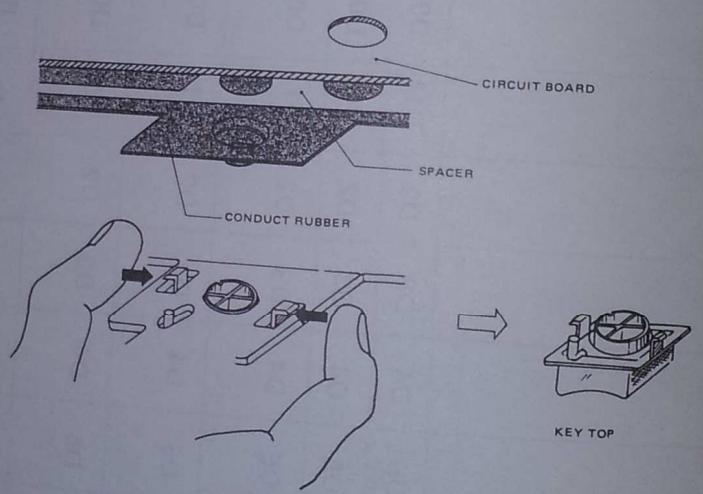

Fig. 5-1 REMOVING KEY TOP
2) To remove a keytop, unhook the two diagonal hooks while the upper housing is lifted up so that the key top will drop down by itself when the two hooks are released as shown in Fig. 5-1.